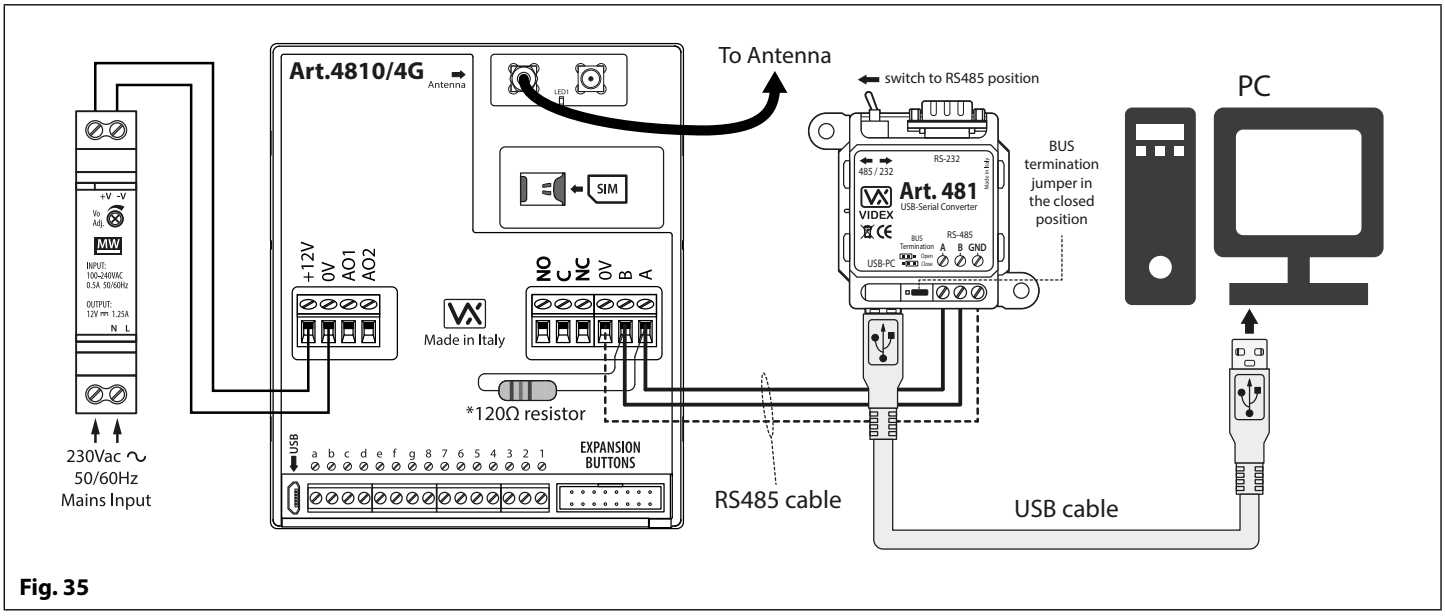

Fig. 35
The GSM module can also be connected using an RS485 bus connection via an RS485 to USB converter (**Art.481**) as shown in **Fig.35**. This method of connection, like option 1, can be used for programming and setup of the GSM module, but can also be used in instances where a permanent connection to a PC is required for monitoring purposes and downloading event logs. When connected in this way the GSM module can only be connected as a 'one-to-one' bus connection to the PC, another GSM module **cannot** be connected on the same RS485 bus to the PC.
*For end of line termination a 120Ω resistor must be fitted across the RS485 terminals A and B, as shown in **Fig.35**, but only if the 4G GSM intercom is the last device in line and over a great distance (500m max.). Over shorter distances the 120Ω resistor is not required and the bus termination jumper on the **Art.481** can be set to the **OPEN** position.